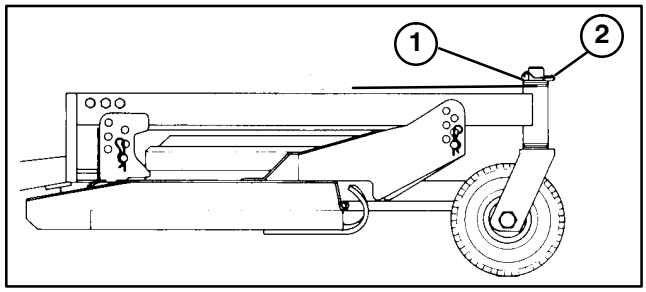

Figure 31
A. Cutting units usually operated at 1 to 2 in. height−of−cut should have the low side of the cutting unit raised. Remove the lynch pin securing castor wheel on low end (Fig. 31) and remove castor assembly.
B. Transfer one thrust washer from top side of castor shaft to lower side, install castor assembly and compare blade height of all blades; refer to items 3 through 7. Continue adding thrust washers if height still does not meet requirements.
C. If cutting unit is operated at 2 to 4 in. height−of−cut, lower the high side of cutting unit. Remove lynch pin of castor at high end of unit and remove castor assembly (Fig. 31).
D. Transfer one thrust washer from lower side of castor shaft to top side, install assembly and compare blade height of all blades; refer to items 3 through 7. Repeat procedure if height still does not meet requirements.